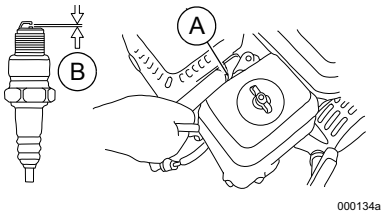

Figure 4-2. Service Spark Plug
1. See *Figure 4-2*. Clean area around spark plug (A).